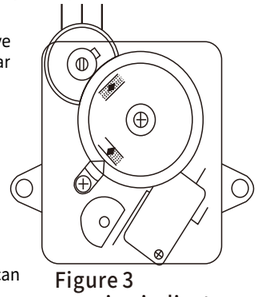

Figure 3
3.Adjustable opening indicator (Figure 3): composed of reduction gear group, adjusting gear, valve opening dial, CAM, micro switch, and potentiometer. On the spotDuring debugging, the adjustment gear can be adjusted to the required position according to the number of turns of the valve switch, and the reduction gear group is engaged (there is the required number of turns on the column)The number). When the valve is in the process of opening or closing, the opening dial is turned after deceleration indicating the valve switching quantity, indicating the Angle is synchronized with the valve switching quantity.Supply remote indicating valve.
4.Adjustable opening indicator (Figure 3): composed of reduction gear group, adjusting gear, valve opening dial, CAM, micro switch, and potentiometer. On the spotDuring debugging, the adjustment gear can be adjusted to the required position according to the number of turns of the valve switch, and the reduction gear group is engaged (on the column)Number of circles required). When the valve is in the process of opening or closing, the opening dial is turned after deceleration, indicating the amount of valve switching, indicating the Angle and valve switchingQuantity synchronization. Supp ly remote indicating valve. The setting screw of the gear on the potentiometer shaft can be used.